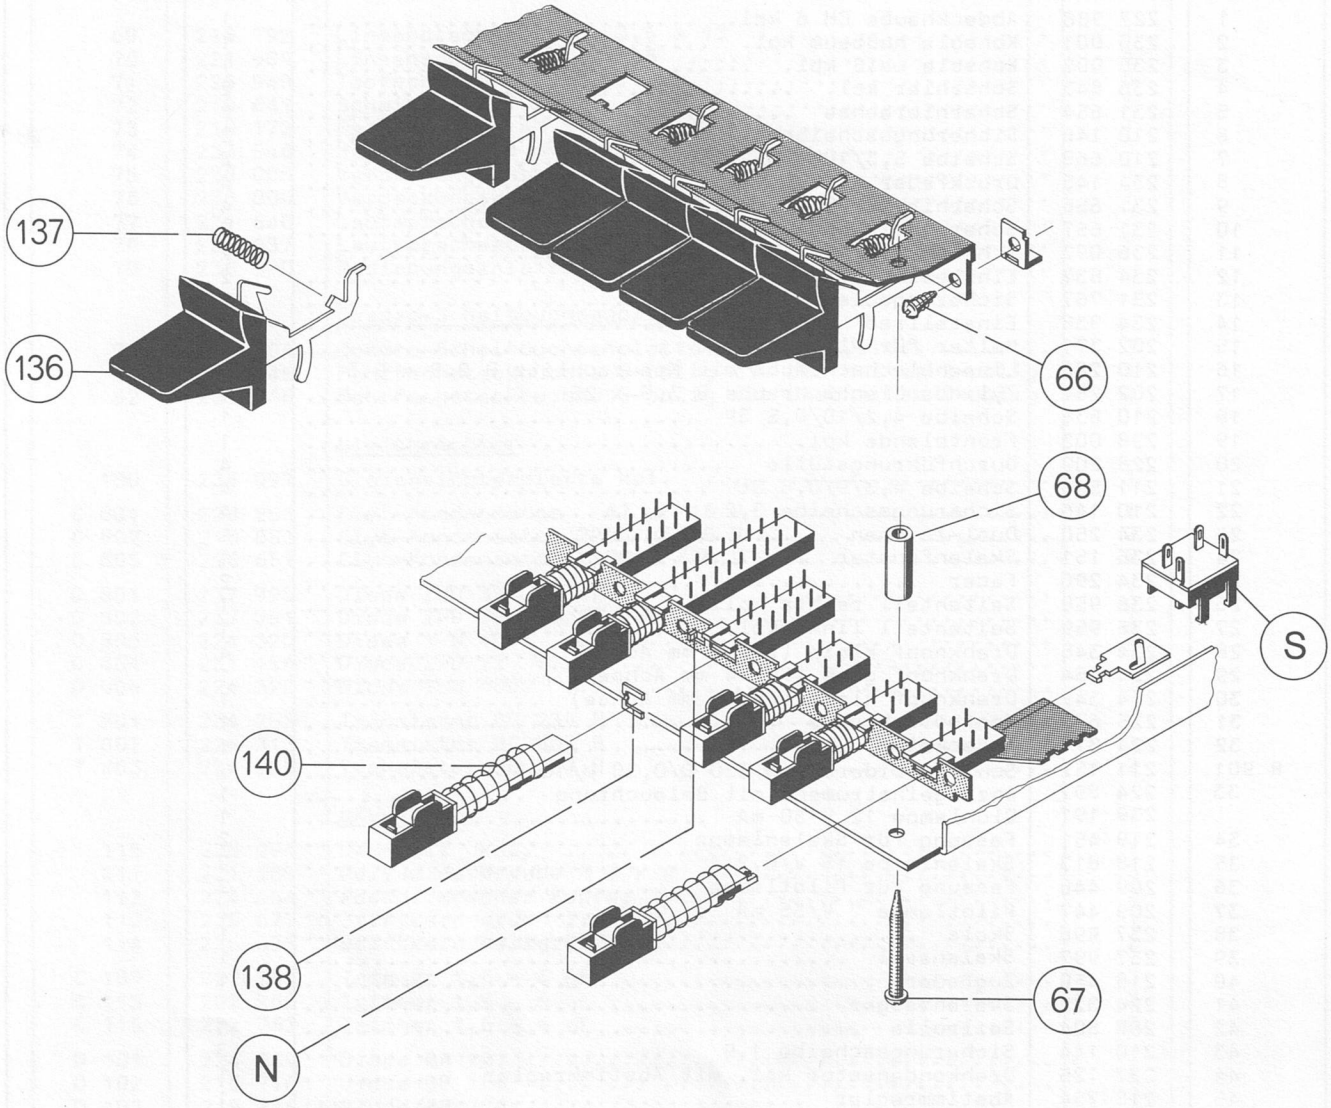

Fig. 18
Einzelauslösende Schieber zur Sicherung eindrücken, gegenseitig auslösende Tasten mit Finger sichern und Sicherungsblech (138) herausnehmen (Fig. 18). Schieber auslösen und herausziehen. Bei Auswechseln der Taste POWER vorher Netzschalter (S) abnehmen.